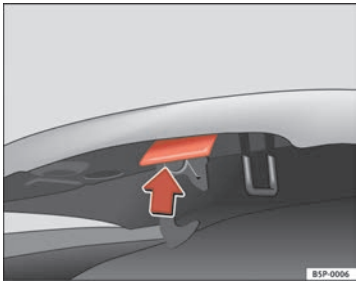

Fig. 165 Release catch under the bonnet
– Press the release catch under the bonnet upwards ⇒ fig. 165. This will release the arrester hook under the bonnet.